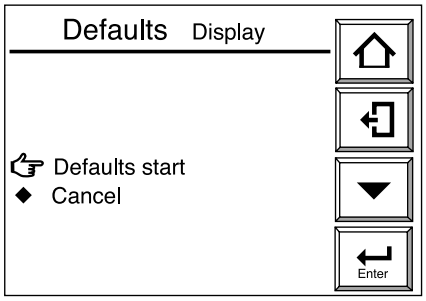

Figura 10.12 Display avvio inizializzazione
(4) Selezionare la voce che si desidera inizializzare per visualizzare "Defaults Display" della figura 10.12.
(5) Scegliere Defaults start. L'inizializzazione ha inizio.